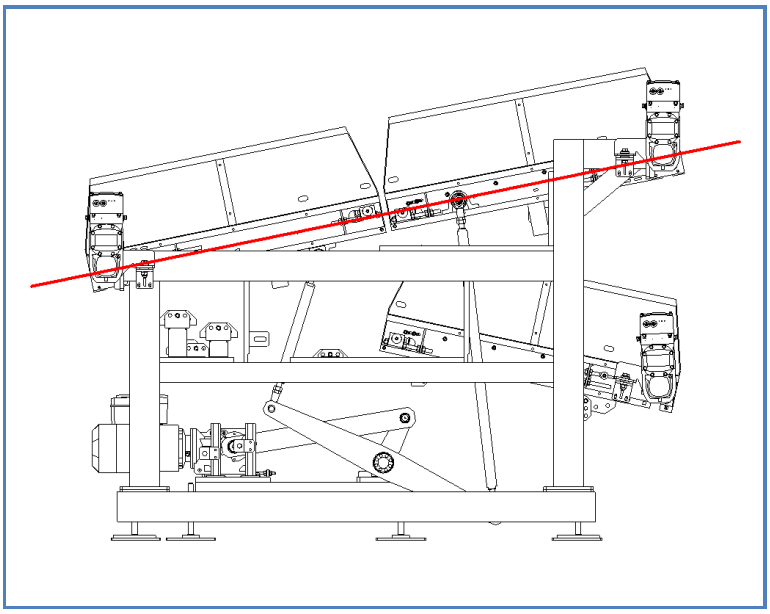

Figura 109: allineamento dei sequenziatori del Deviatore Verticale per manutenzione al nastro di ingresso.
- prima di togliere l'alimentazione, mettere la macchina in modalità di comando manuale ed allineare il sequenziatore mobile di ingresso con quello fisso di uscita come indicato in Figura 109;